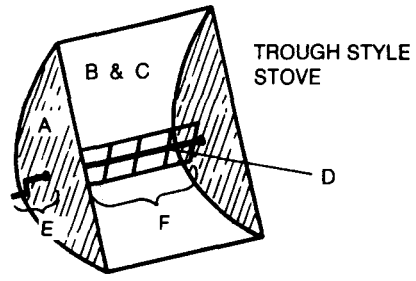

FIGURE 2
*Figure 2.* **The winning home featured a broad sloping roof on its front (top photo) for the placement of solar collectors, and a large area of convex windows. The back of the house (bottom) had a protective overhang.**
The winning model home (see Figure 2), for example, featured:
A trough-shaped solar stove will concentrate heat on a band along its entire length, creating perfect conditions for cooking with a spit. (Figure 2.) A bowl-shaped stove (Figure 3) would produce more intense heat, but it is harder to construct and the smaller spot of concentrated energy makes it less suitable for cooking.